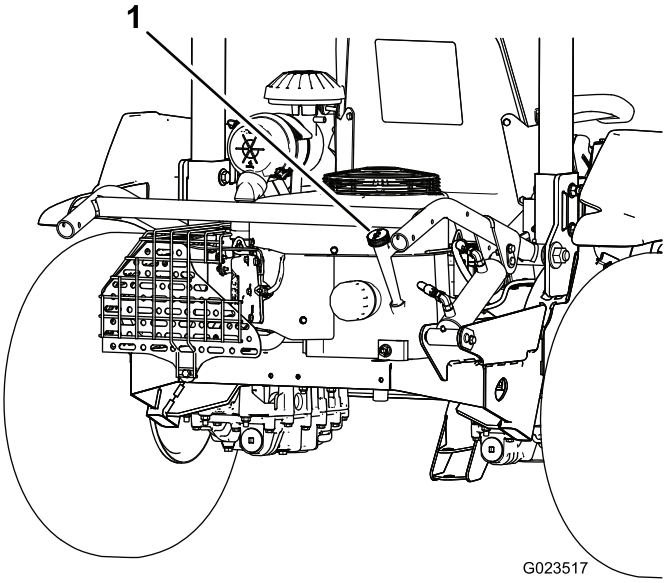
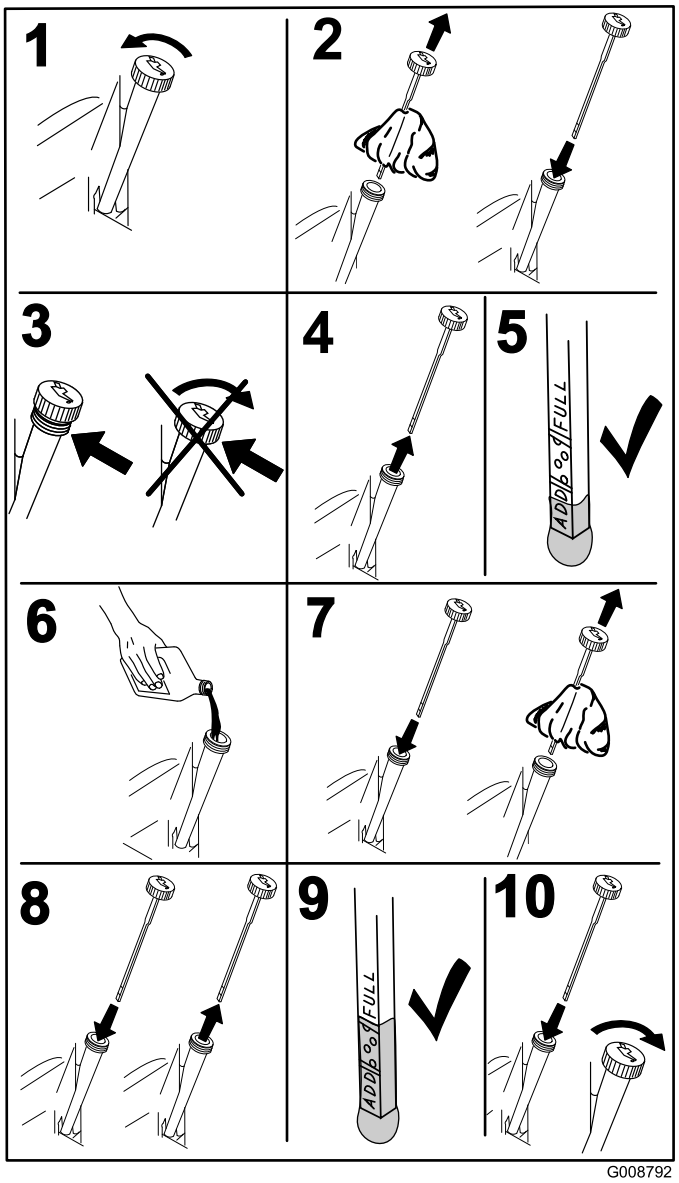

Figuur 15
Figuur 16
3. Verwijder de peilstok (Figuur 15) en veeg deze af met een schone doek (Figuur 16).